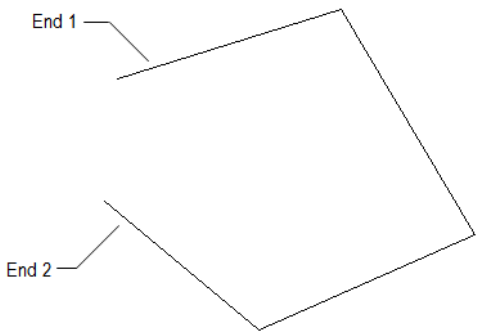
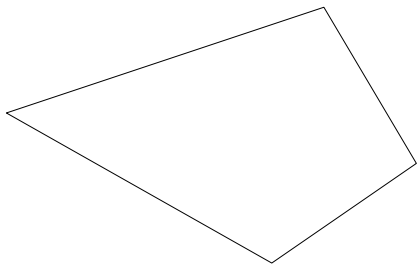

Figure 3-40 *Open polyline with two ends*
Figure 3-41 *Final closed polyline*
*In AutoCAD LT, you can close an open polyline using the **Fillet** tool (by defining radius as zero). To do so, choose the **Fillet** tool from the **Modify** panel of the **Home** tab and select the two open ends of the polyline. Figure 3-40 shows an open polyline and Figure 3-41 shows closed polyline after selecting both ends.*